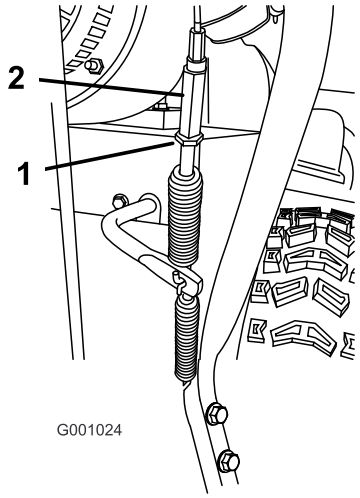

Figur 39
5. Lossa kontramuttern (Figur 39).
6. Lossa eller dra åt spännmuttern som reglerar kabelanspänningen (Figur 39).